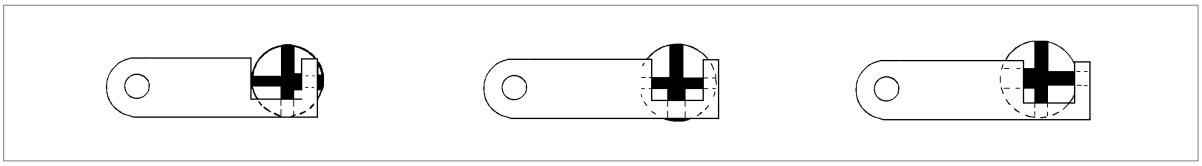

Fig. 22
3) Rest the key stop against the bar in one of the three positions (fig.22).